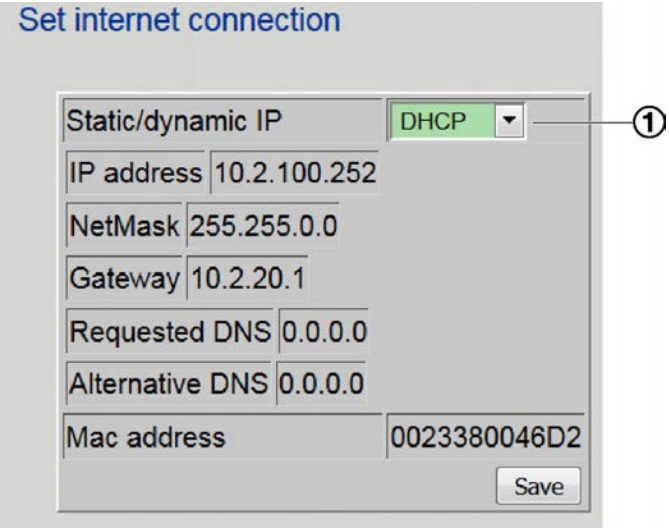

Fig. 27: Paramétrage de l'adresse IP statique
2. ▸ Sélectionner *« IP statique »* dans la liste déroulante (Voir la Fig. 27/1) puis définir les paramètres suivants :